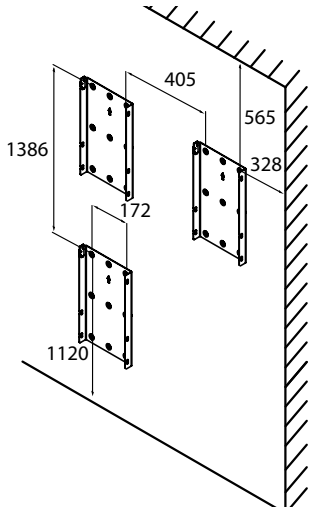

Bild 11: Bohrschablone für die Wandmontage mit Mindestabständen (in mm)
- Mindestabstände bei der Montage: siehe Bild 11 und Bild 12 auf Seite 18.
HINWEIS: Die Mindestabstände zwischen zwei Wechselrichtern bzw. dem Wechselrichter und der Decke/dem Boden sind in der Zeichnung (siehe Bild 11) bereits berücksichtigt.